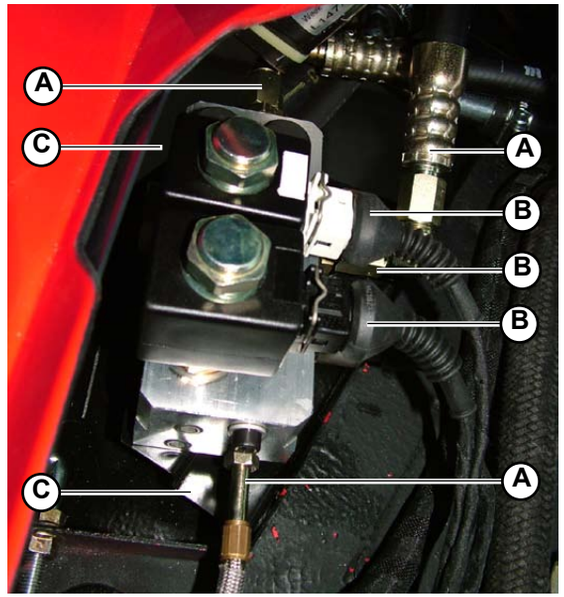

Fig.1
1. Disconnect the four pipes (**A-Fig.1**) connected to the lifting system.
2. Disconnect the three wiring harnesses (**B-Fig.1**) connected to the lifting system.
3. Free the lifting system from the two brackets (**C-Fig.1**) to which it is anchored.